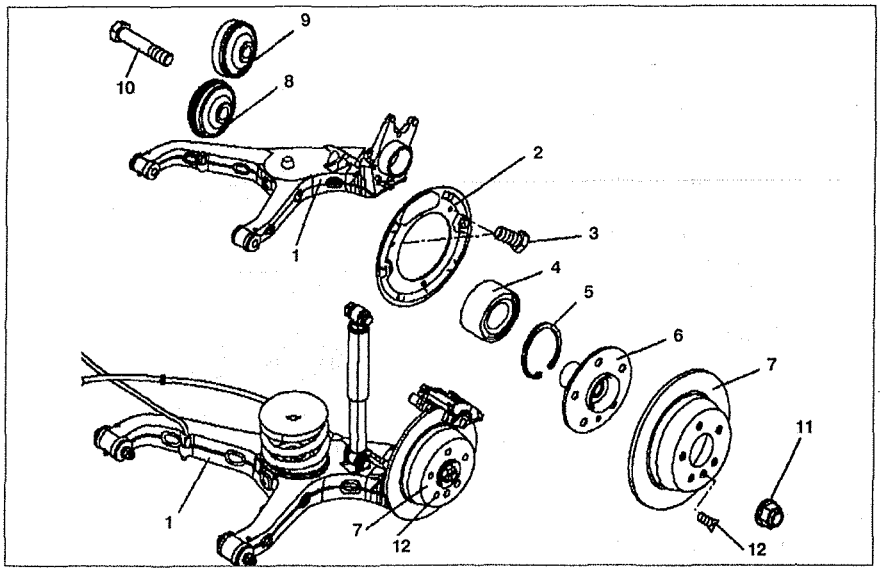

Рис. 7.12. Снятие и установка задней подвески:
2. Открутите гайку **11** крепления ступицы **6** и открутите болты **10** (см.рис.7.12).